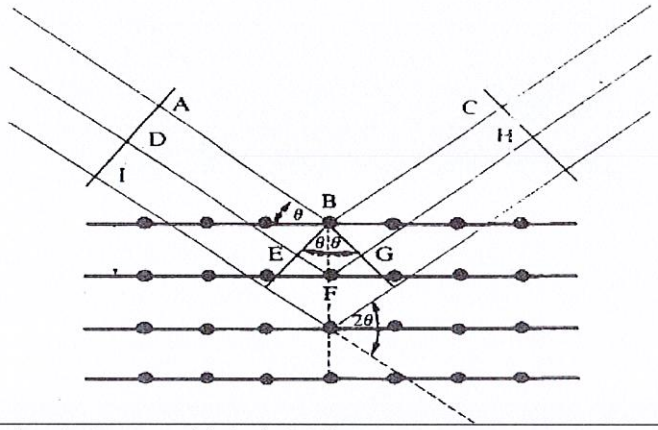

Figure 2 : Schéma de principe pour décrire la loi de Bragg
2. Donner la définition de la loi de Bragg et commenter le schéma de la Figure 2.